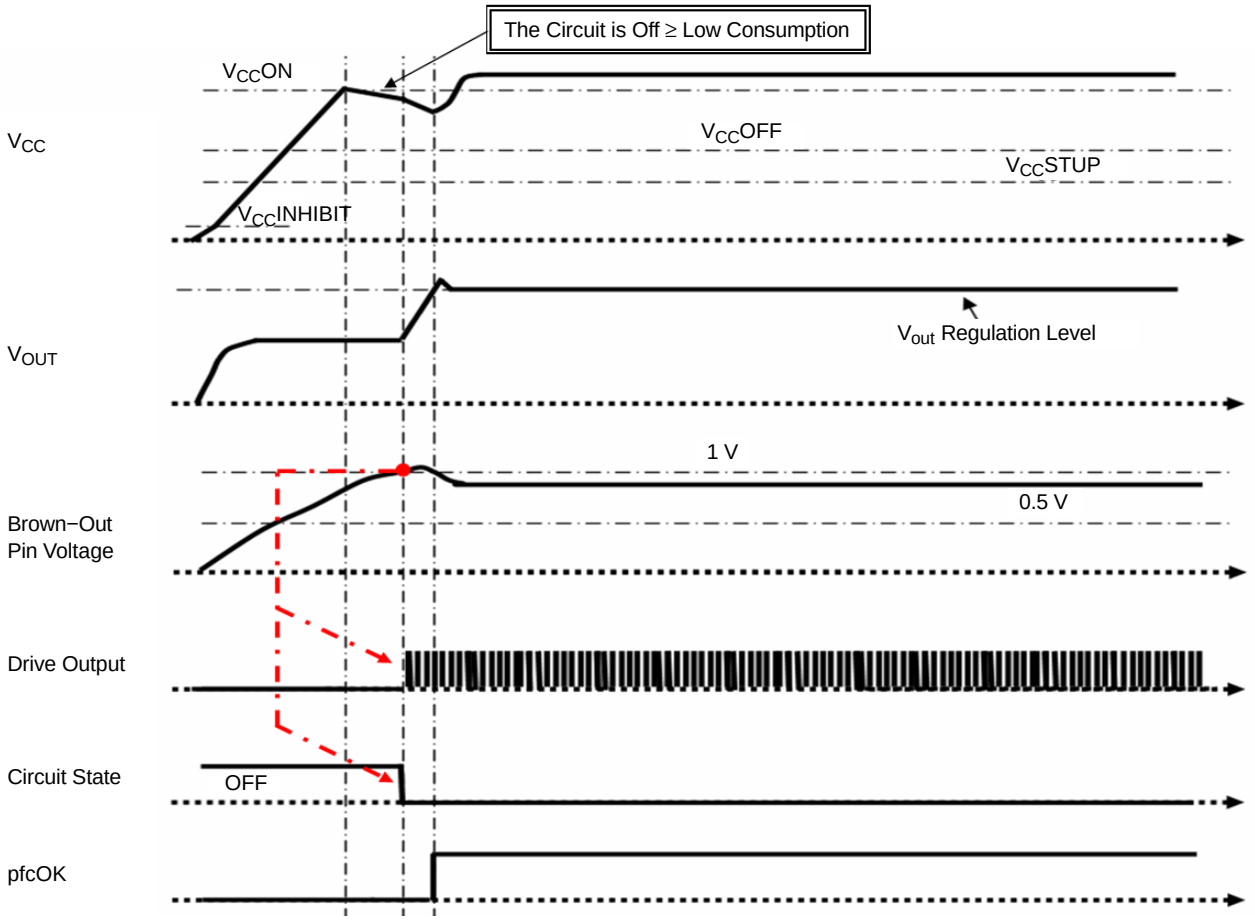

Figure 71. Startup and Brown Out Conditions
- As a function of the brown−out pin voltage (Figure 71).